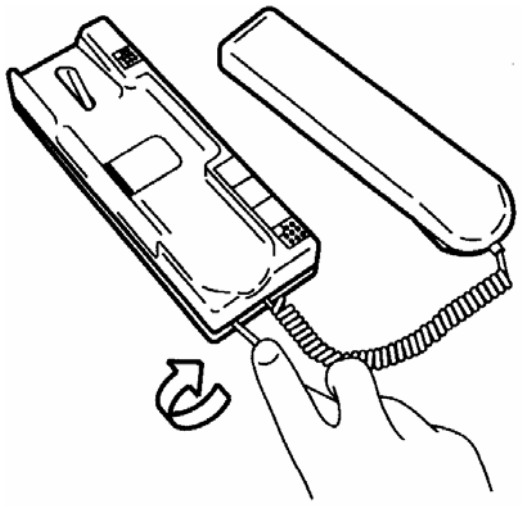

rys. 9
1) Rozłożyć obudowę unifonu zwalniając plastikowe zatrzaski przy użyciu ostrza wkrętaka (**rys. 9**).